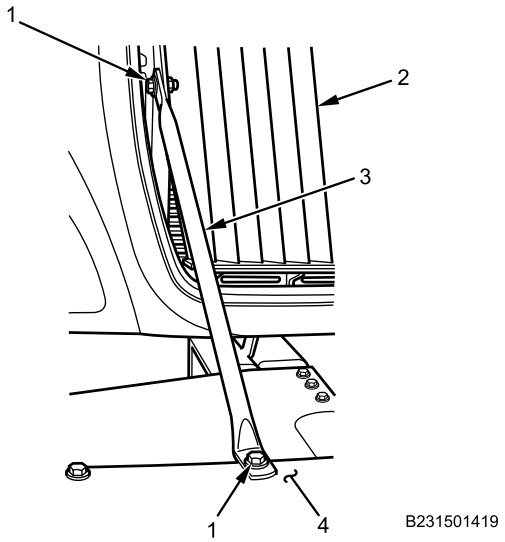

Figure 1. Grille Support Removal.
1. Remove two bolts (Figure 1, Item 1) and grille support (Figure 1, Item 3) from armor grille (Figure 1, Item 2) and bumper (Figure 1, Item 4).